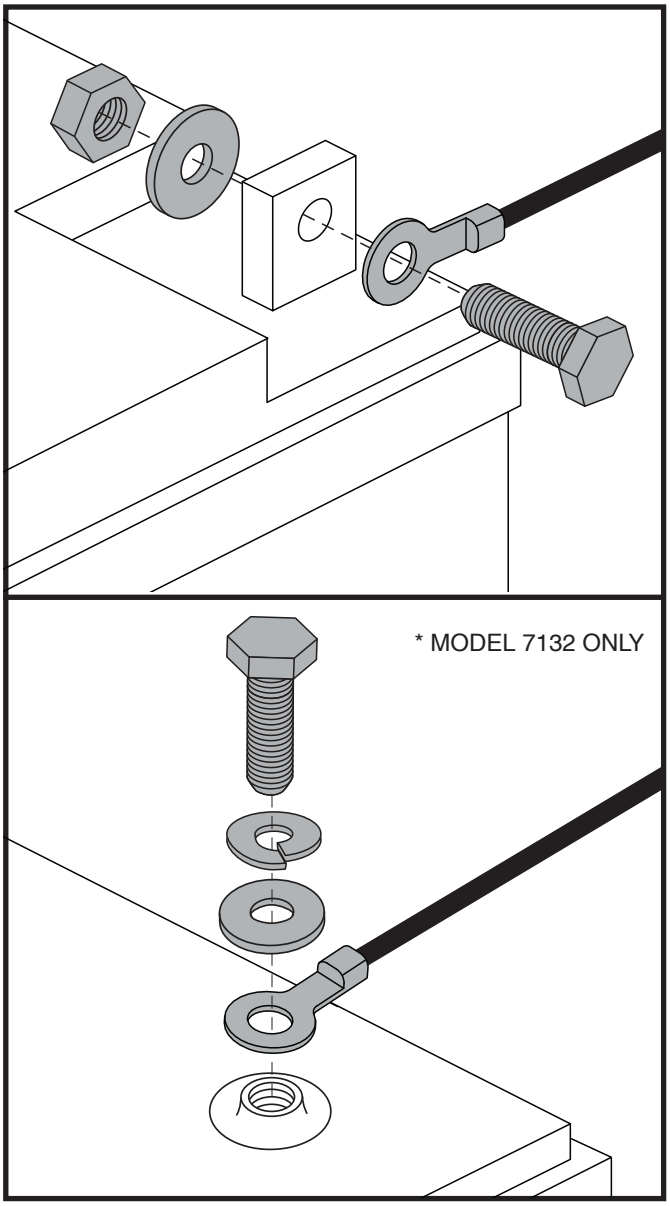

Figure 16. Battery Terminal Hardware
4. Disconnect the battery cables from the battery terminals by sliding back the terminal boots and unscrewing the nut from the bolt. **See figure 16.**
WARNING! When faced with an emergency situation, the batteries can be quickly disconnected by pulling FORWARD on the emergency battery disconnect strap. Use caution. Be advised that turning off power to the scooter may cause the scooter to stop abruptly. To release the emergency stop and restore driving capability to the scooter, remove the seat and battery shroud, and reconnect the battery connector as shown in Figure 16.